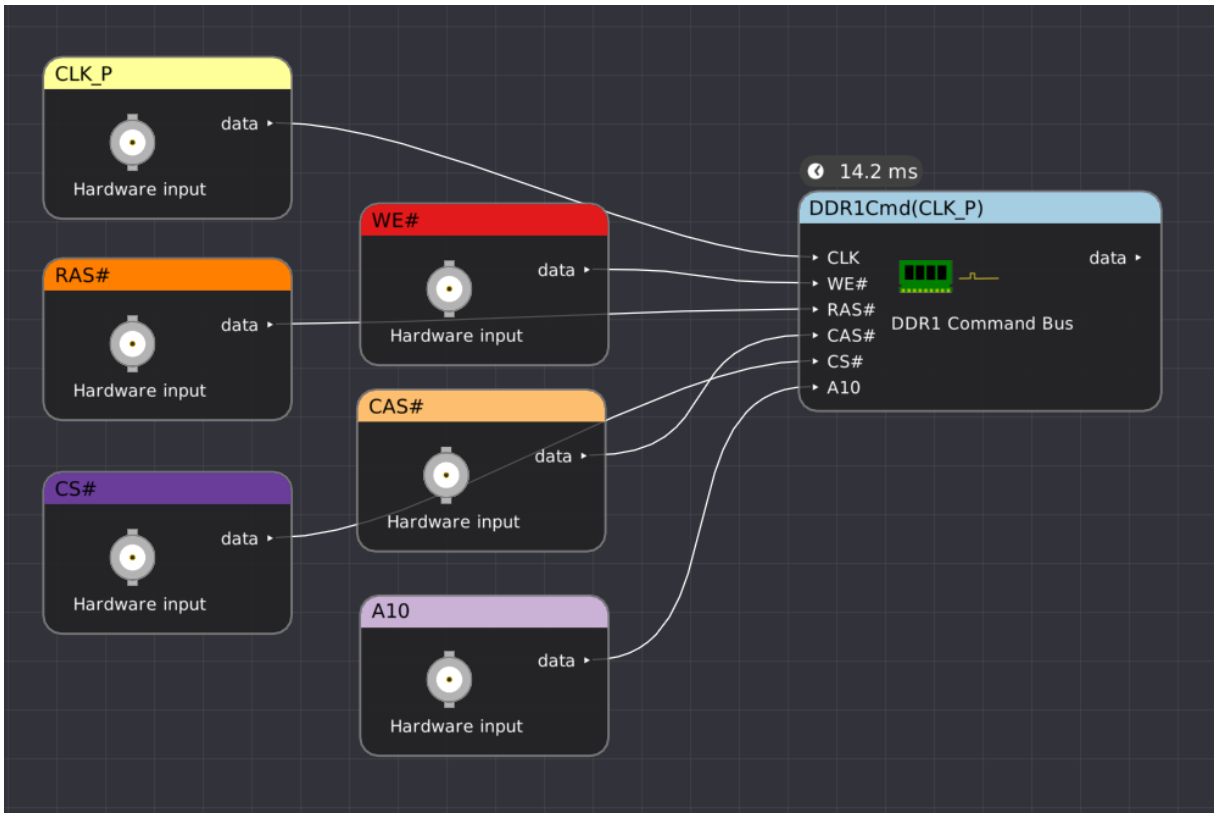

Figure 26.65: Example filter graph showing usage of DDR1 command bus decode
- **v0.2:** This filter no longer needs the clock input that was required in v0.1. Instead, threshold the sampledData output of the Clock Recovery (PLL) and pass this to the sampledThreshold block, as shown in Fig. 26.65.